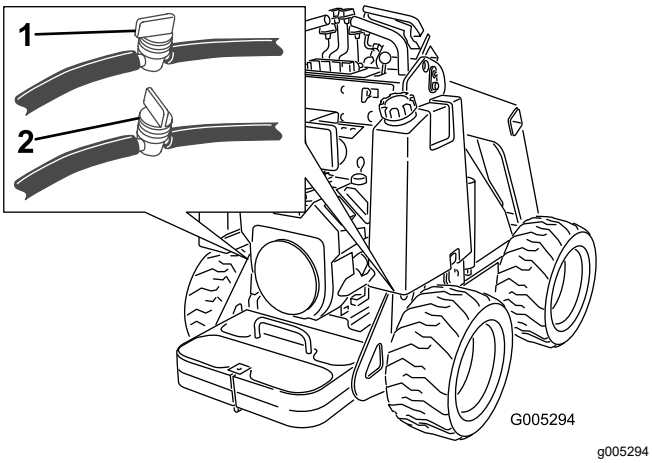

Rysunek 32
2. Zamknij zawór paliwa na dnie każdego zbiornika paliwa (Rysunek 32).
3. Zamknij zawór paliwa w przewodzie blisko dna zbiornika(ów) paliwa jak pokazano na Rysunek 32.
8. Otwórz zawór(ory) paliwa w przewodzie(ach) blisko dna zbiornika(ów) paliwa jak pokazano na Rysunek 32.